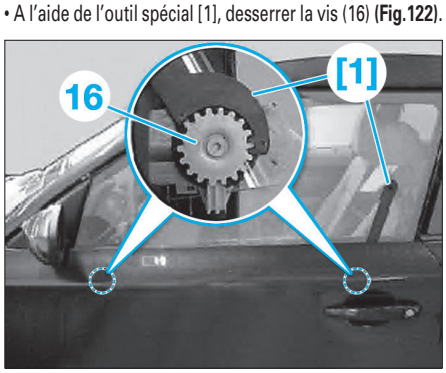

Fig. 122
• A l'aide de l'outil spécial [1], desserrer la vis (16) **(Fig.122)**.